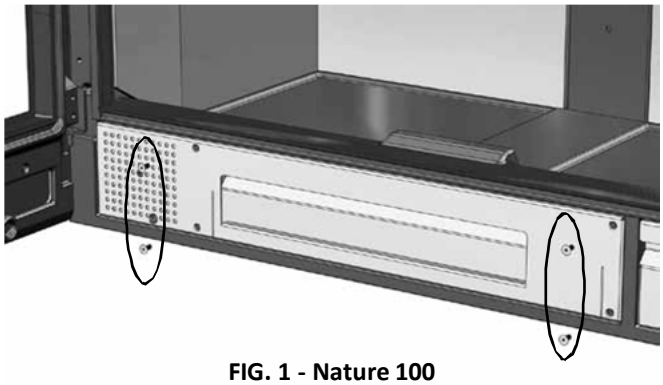

FIG. 1 - Nature 100
1. Rimuovere le quattro viti che fissano la parte frontale del supporto del ventilatore (Fig. 1). **Nei modelli Nature 70 / 80 le viti sono due invece di quattro.**